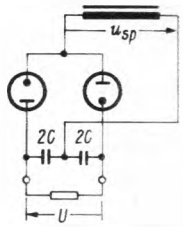

Bild 12. Spannungsverdopplung (Greinacherschaltung)
7.3 Spannungsverdopplung (Greinacherschaltung) *(Bild 12)*